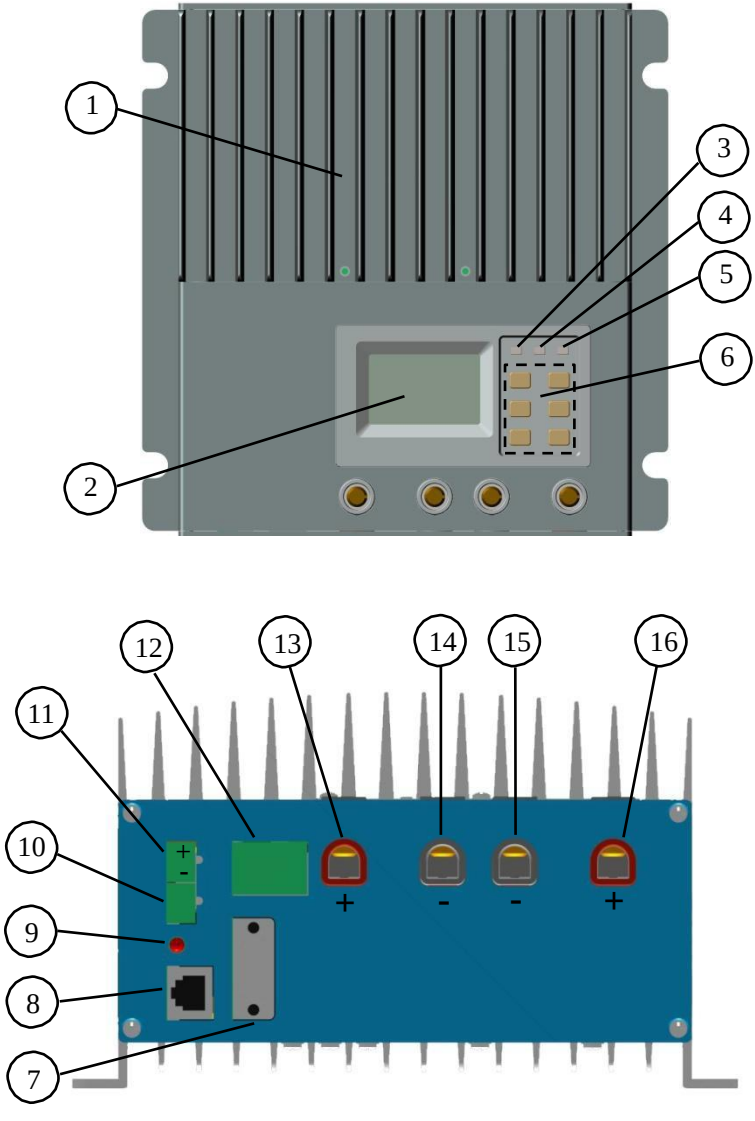

Рис. 2-1 Характеристики
Входящий в комплект термодатчик TS-R необходим для температурной компенсации в процессе заряда. Подсоедините TS-R к **MC1.5.3.81-2L** порту (10) (рис.2-1). У датчика нет полярности, поэтому – и + можно менять
При протекании большого тока, напряжение на батарее и на контроллере может отличаться из-за падения напряжения на соединительных проводах, поэтому в контроллере предусмотрен отдельный измеритель напряжения. Подсоедините провода от батареи к **MC1.5.3.81-4L** порт (11) контроллера (рис. 2-1). Соблюдайте полярность. Наличие отдельной линии измерения напряжения не обязательно, но рекомендуется для лучшей работы системы. Провод следует использовать сечением от 0,25 да 1мм², длиной не более 30метров.
Последовательный RS-232 порт является стандартным 9-контактный разъем (DB9). Затяните винты на обеих сторонах гнезда. Порт (9), рис. 2-1.
Если у вас есть CAN BUS оборудование, подключите его к порту (12), рис. 2-1.
Ethernet порт - стандартный RJ-45 разъем. Используйте кабель «витая пара» и RJ-45 разъем коннекторы для соединения (порт (8) на рис. 2-1.